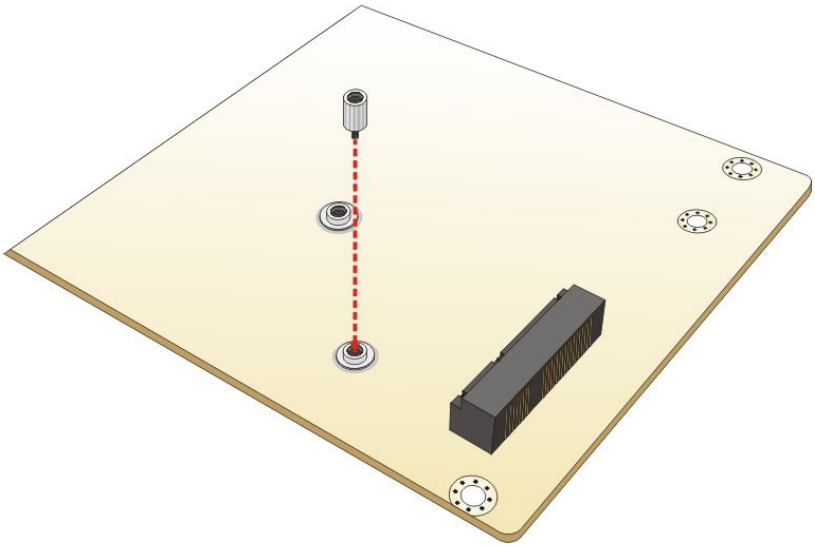

Figure 4-11: Installing the Standoff
Step 4: **Install the standoff to the screw hole for the half-size PCIe Mini card**. Install the previously removed standoff to the screw hole for the half-size PCIe Mini card (**Figure 4-11**).